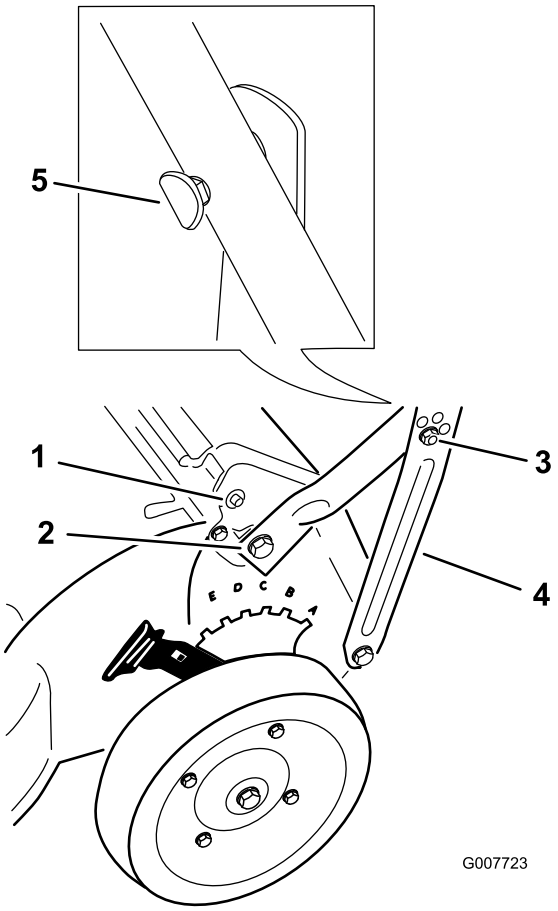

Figure 3
3. Attach the handle braces to the lower handle sides with 2 oval-head bolts and secure them finger tight using 2 locknuts (Figure 3).
4. Align the oval bolt heads with the handle as shown in Figure 3; then, holding the heads in that position, tighten each nut with a wrench to pull the square shank into the handle until the bolt heads are tight against the handle.
Note: Attach the cable tie as low as possible on the handle to prevent the cable(s) from hooking onto the end cap on the rear door rod and interfering with the self-propel system (Figure 3).